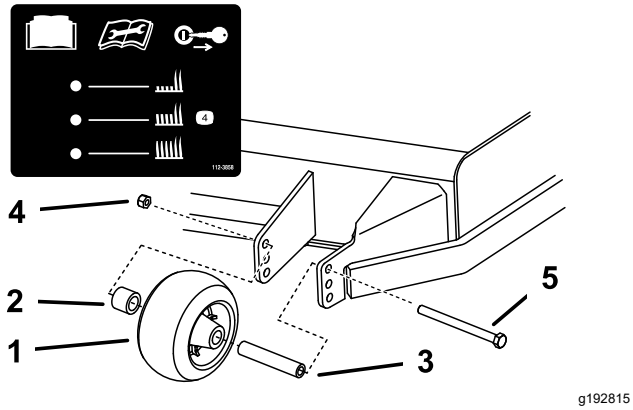

**Figur 30**
3. Juster antiskalperingsvalsene som vist i Figur 30.